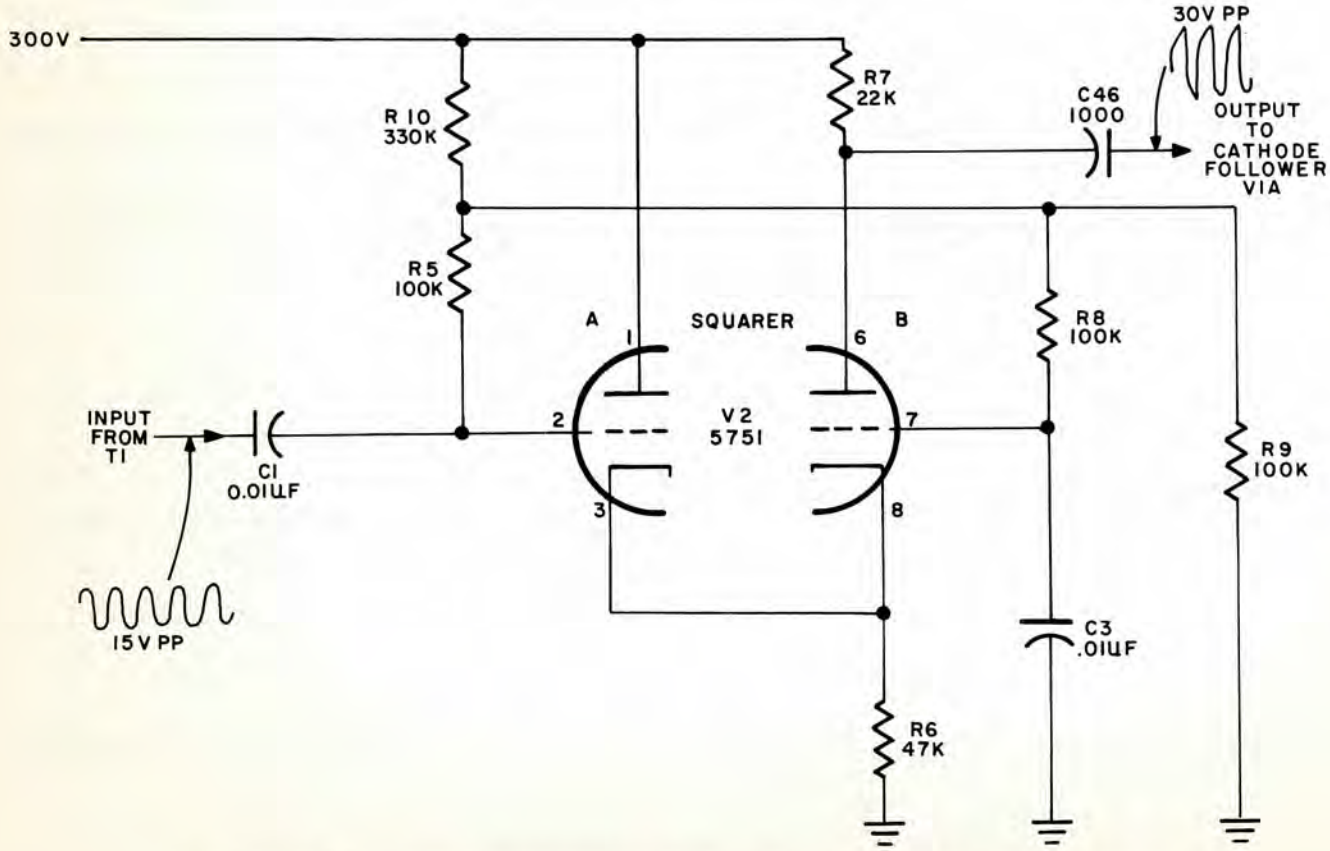

Figure 4-4. Pulse Generator 0-706/FPN-42, 100-kc Squarer, Simplified Schematic Diagram
b. Squarer V2 limits its sine-wave input to a fixed amplitude square wave, so that later stages will be driven by a constant amplitude signal regardless of amplitude variation in the input waveforms from the timer-synchronizer. (See figure 4-4.) The squarer is a cathode-coupled doubled-ended clipper which clips the positive and negative swings of the 100-kc input, at the same fixed level above and below the zero voltage axis, to provide a symmetrical square wave output. The circuit consists of cathode follower V2A, and amplifier V2B, with a common cathode resistor. The grids (pins 2 and 7) of V2A and V2B are maintained at 70 volts with respect to ground by a voltage divider (R10 and R9) across the plate supply. This bias voltage allows symmetrical clipping around the zero voltage axis. The bias is applied to each grid through an isolation resistor (R5 and R8). The portion of the input signal coupled to pin 7 from pin 2 by R5 and R8 is bypassed to ground by capacitor C3. When no input signal is present both V2A and V2B conduct, and there is a 15-volt drop across resistor R7, so that the plate voltage of V2B is 285 volts. As the input positive half cycle